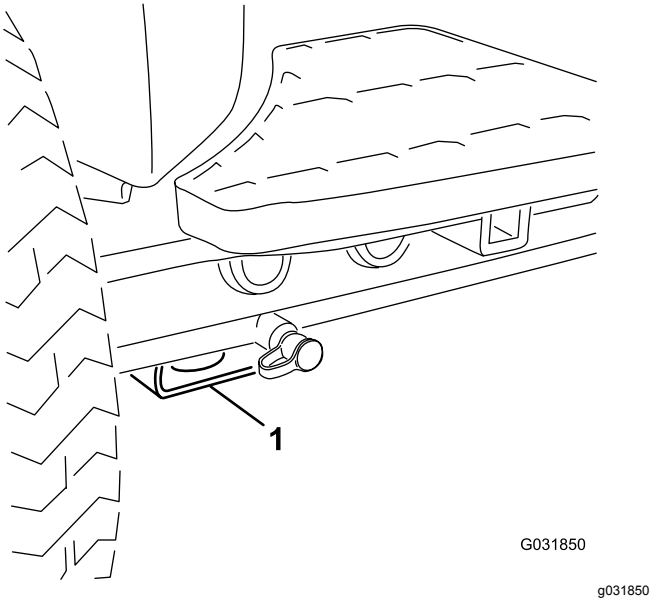

Figuur 71
- Voor – rechthoekig blok, onder de asbuis, aan de binnenzijde van beide voorwielen (Figuur 71).